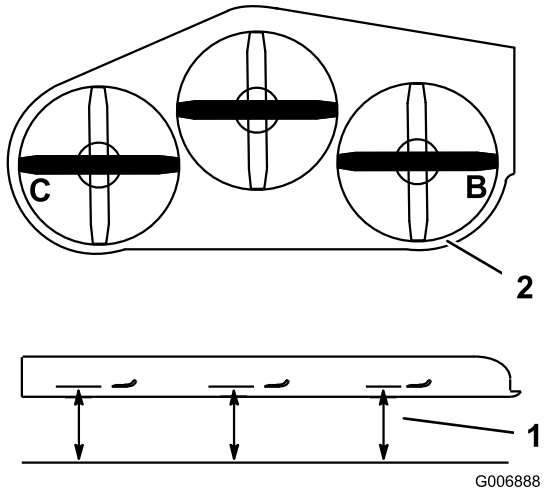

Figur 80
1. Placer **højre** skærekniv side til side (Figur 80).
2. Mål den højre kniv ved punktet **B** fra en plan overflade til knivspidsens skarpe kant (Figur 80).
4. Placer venstre skærekniv side til side (Figur 80).
5. Mål den venstre kniv ved punktet **C** (Figur 80) fra en plan overflade til knivspidsens skarpe kant.